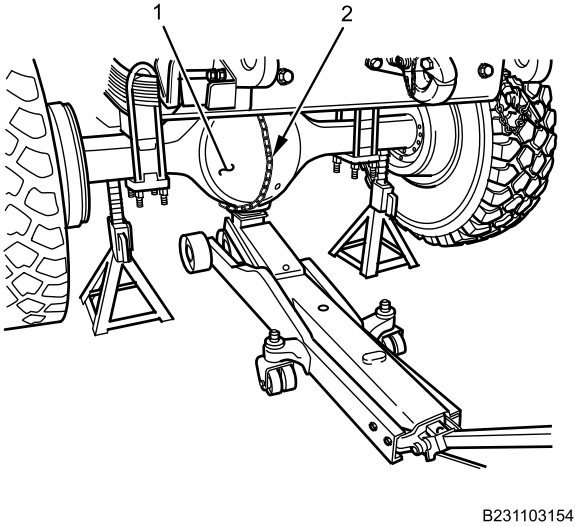

Figure 28. Hoist Lever.
21. Remove hoist lever, chain (Figure 28, Item 2), and strap from rear axle assembly (Figure 28, Item 1).